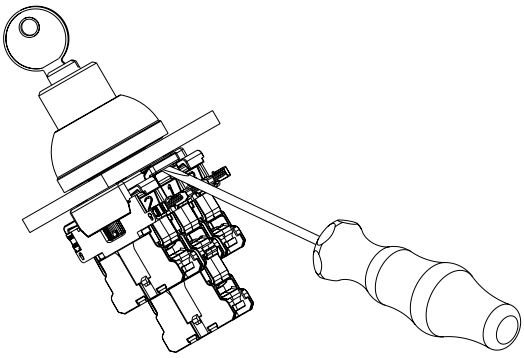

Rys. 4
1. Demontaż uchwytu styku z kołnierza montażowego (patrz rys. 4): Włożyć śrubokręt do zatrzasku kołnierza montażowego. Wycisnąć zatrzask na zewnątrz, lekko przesuwając śrubokręt w kierunku bloku zestyków. Dzięki temu uchwyt styku odłącza się od kołnierza montażowego. Powtórzyć czynność po przeciwległej stronie.